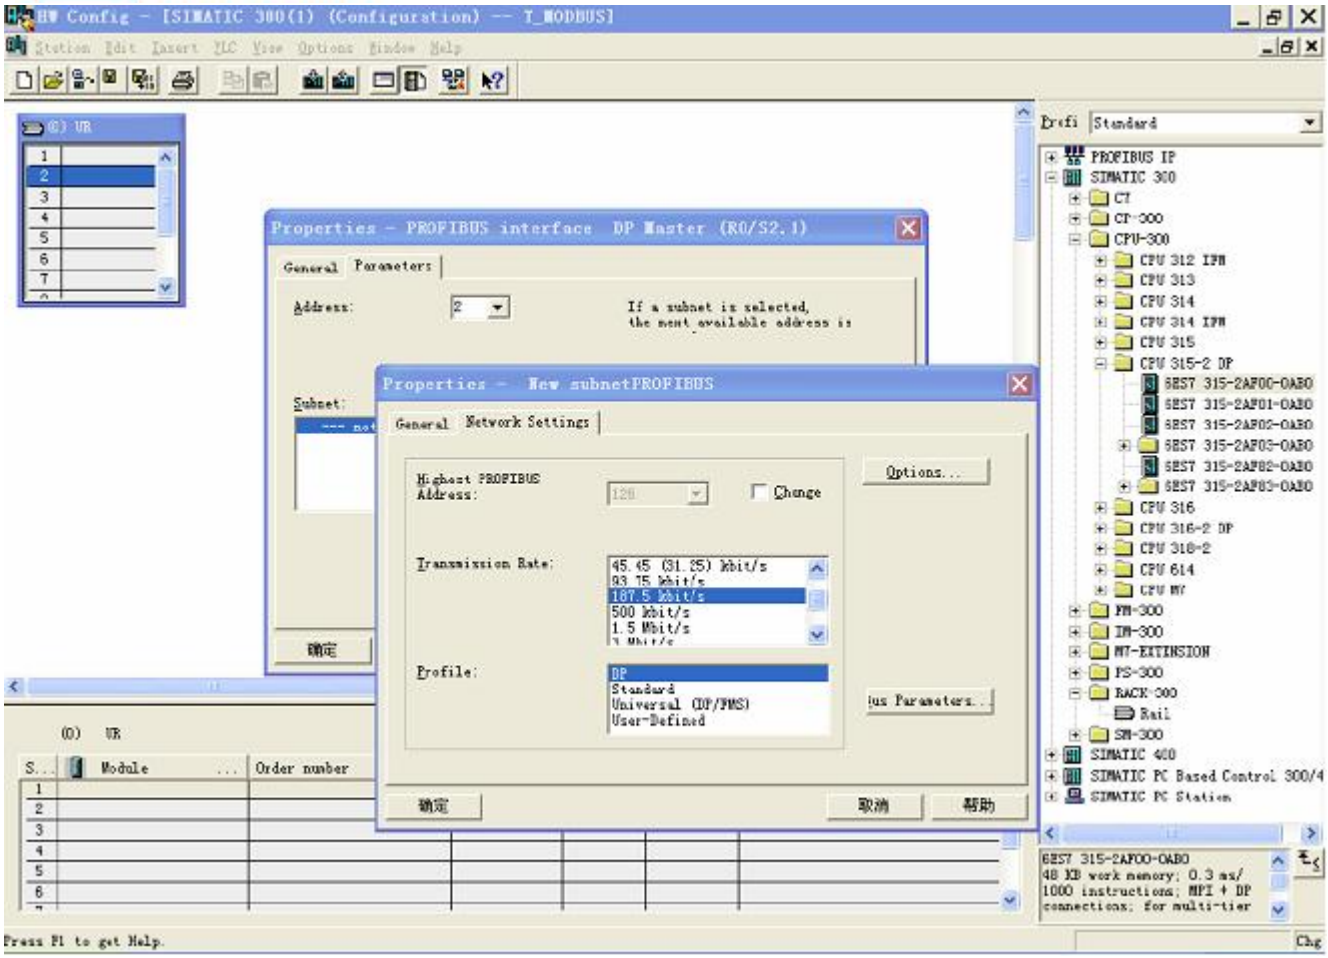

图 8
9. 创建 Profibus-DP 网络，设置 Profibus-DP: New->Network settings，选择 DP，选择一个波特率如 187.5Kbps，然后 “OK”. 双击它；如图 8